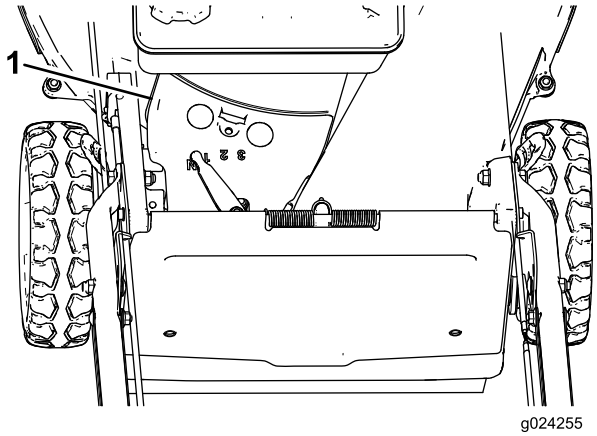

Figur 31
3. Ta bort remkåpan (Figur 31) från gräsklipparkåpan.